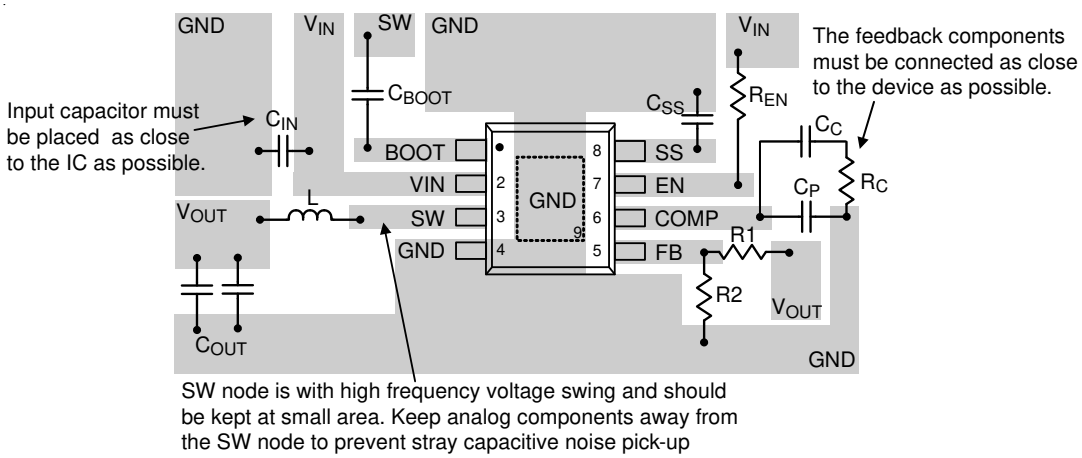

Figure 9. PCB Layout Guide
- An example of PCB layout guide is shown in Figure 9 for reference.